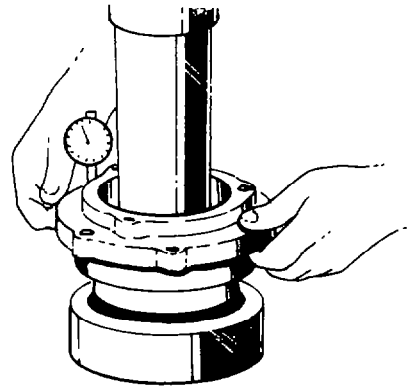

Fig. 242 — Measuring End Play — Rear Drive Shaft
f. With the rear drive shaft assembly still in the press, establish the bearing end-play as follows: with the tubular tool seated against the outer bearing cone, apply a load of 2273 kg (5000 lb). Using a dial indicator check that the end-play is between 0.178 – 0.254 mm (0.007 – 0.010 in.) (see fig. 242). If the end-play is not within these limits, use a thinner spacer to decrease or a thicker spacer to increase the end-play.